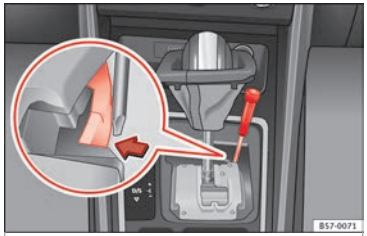

**Fig. 60** Selector lever: manual release from position P.
- Apply the handbrake (P) ››› ⚠ to ensure that the car does not move.
- Using a screwdriver, press and hold the yellow unlocking tab sideways ››› **Fig. 60**.